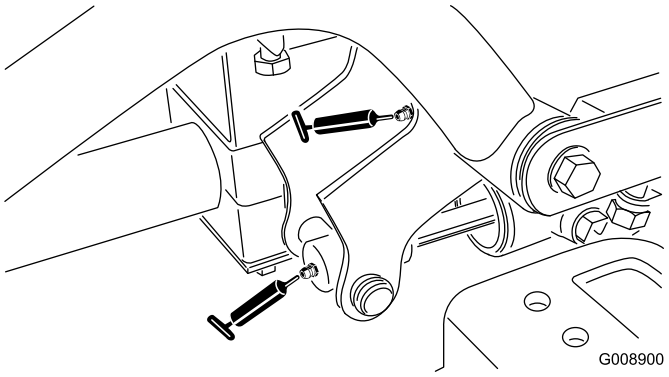

Figur 37
- Främre höger lyftarmstapp och lyftcylinder (2) (Figur 37)